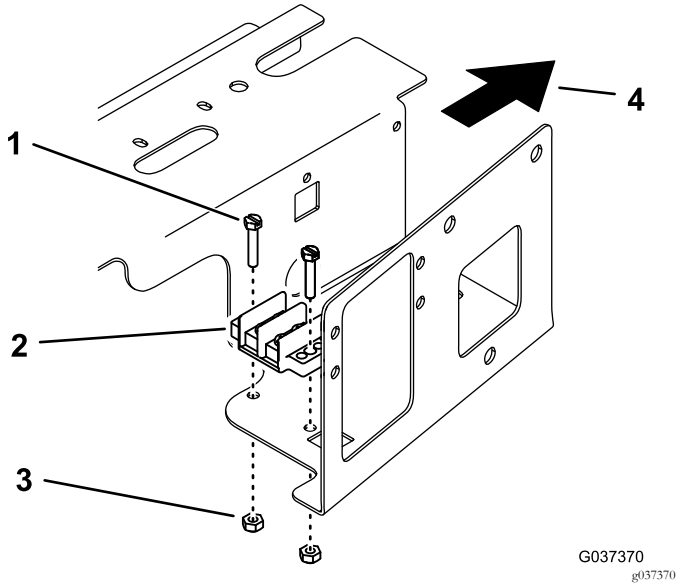

Figura 3
2. Monte el bloque de terminales de tierra en la base del compartimento con 2 tornillos y 2 contratuercas (Figura 3).